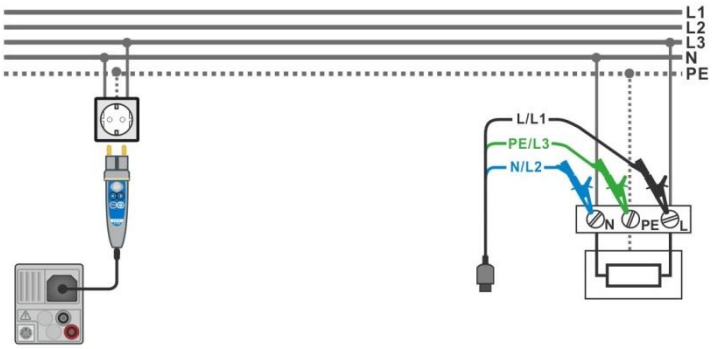

Figure 7.89: Connection of Plug commander and 3-wire test lead
- Connect test leads or Plug commander to the object under test, see ***Figure 7.89***.